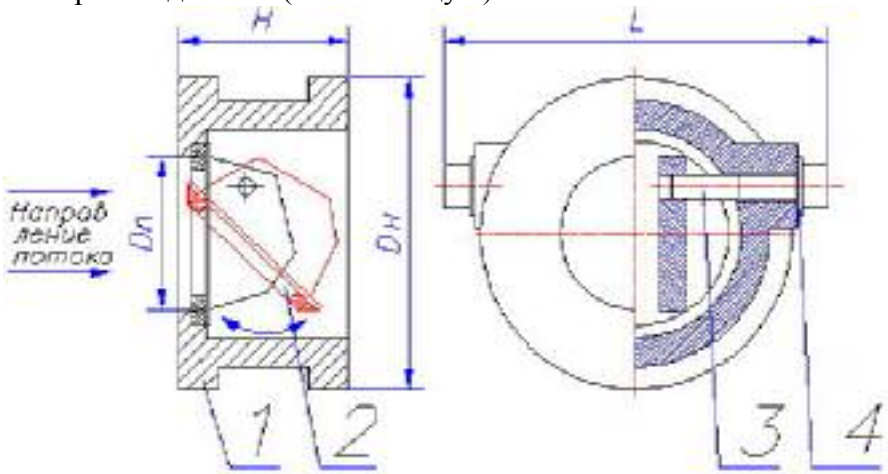

Рис.1
1.4 Основные размеры и массы клапанов см.таблицу 1 и Рис.1.
4.1. Устройство клапана и перечень его деталей (см. рисунок 1)